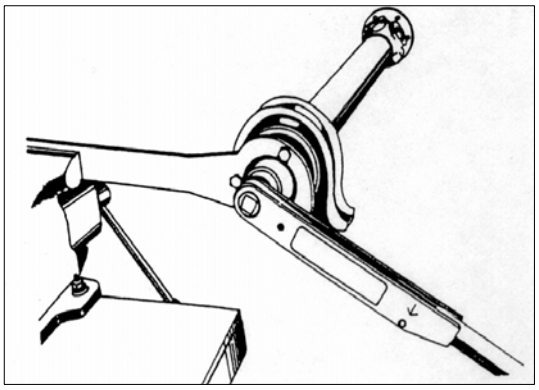

РИС. 262
13) Наденьте держатель 321589 01 31 на фланец. Зажмите держатель в тиски и затяните гайку фланца с усилием 32-36 кг·м (см. рис. 262).